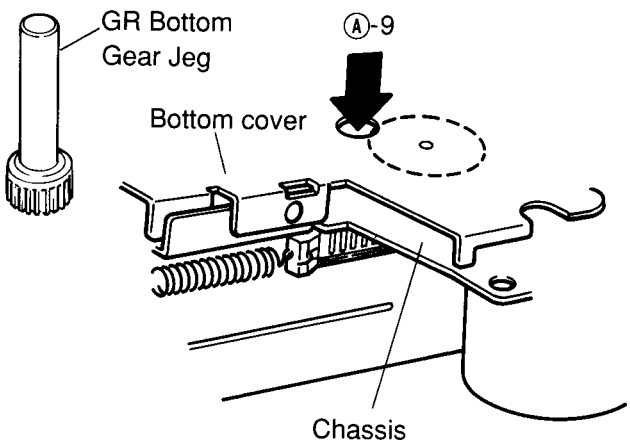

Figure 4
(12) Since the hooks marked Ⓐ-8 will be lifted slightly as shown in Figure 4, insert the jig through the hole Ⓐ-9, and fix it turning the jig slightly in the direction Ⓐ-11.
(Refer to Figures 4 and 5.)
Instead of operation (14), the eject operation can be performed by mounting the mechanism to the product. (Refer to Figures 4 and 5.)